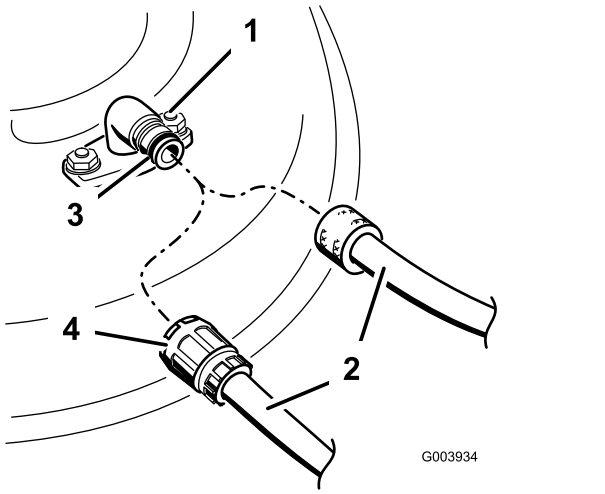

Figuur 30
4. Bevestig een slang aan de wasaansluiting en zet de kraan stevig open (Figuur 30).